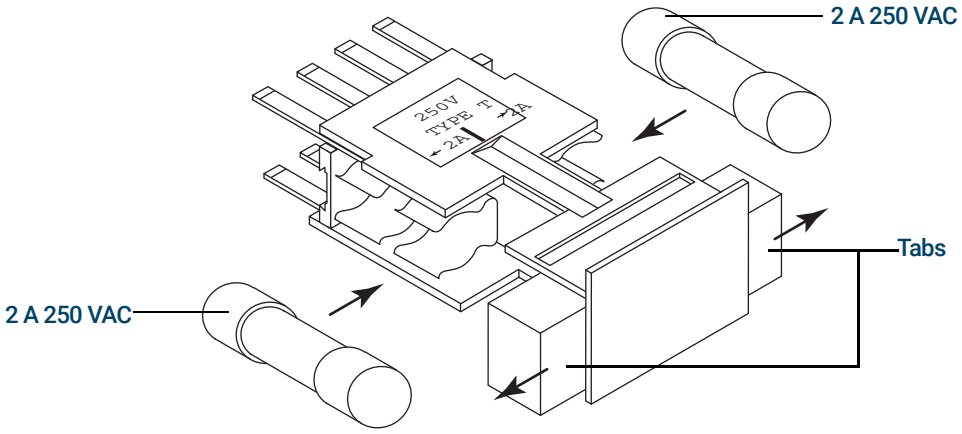

Figure 85. Proper fuse orientation
6. Install the new fuses (**Figure 85**).